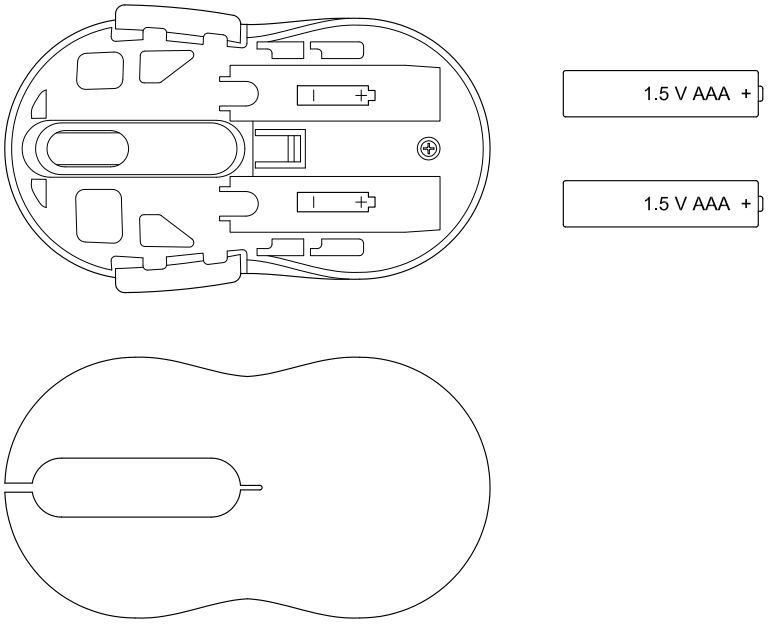

***Figure 4*** *Insert the batteries*
4. Insert the batteries (2 x AAA) into the mouse as shown in ***Figure 4***. Put the top cover back on. The mouse is now ready for pairing.